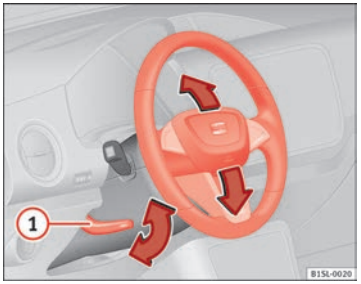

Fig. 33 Mechanical steering wheel adjustment. ▶
- Push the lever ⇒ fig. 33 (1) downwards.
- **After adjusting the steering column, push the lever ⇒ fig. 33 (1) firmly upwards to ensure the steering wheel does not accidentally change position while driving.**